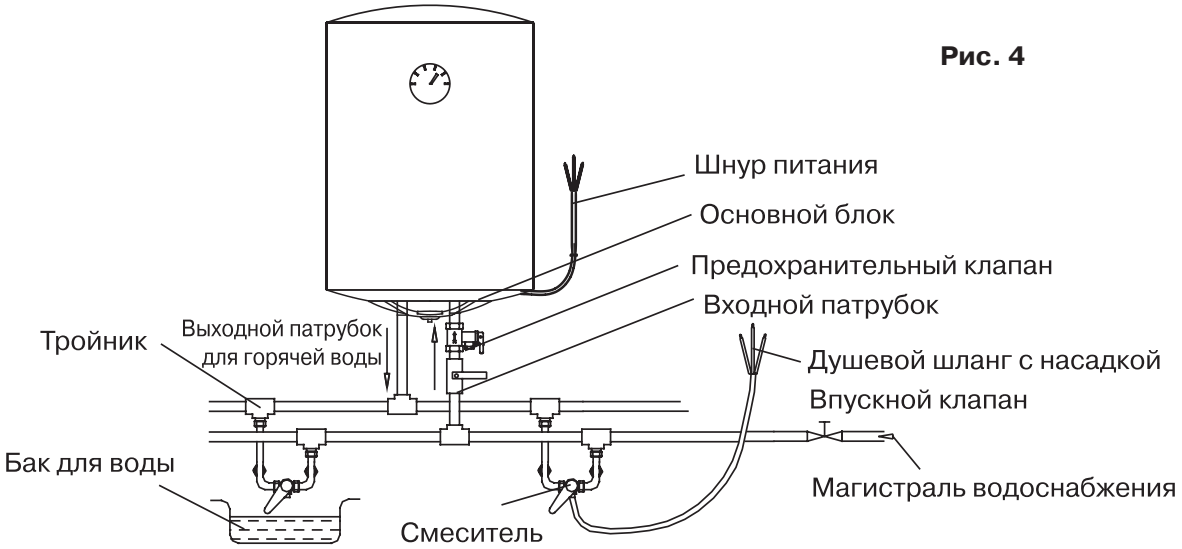

Рис. 4
4. Если пользователь хочет реализовать комплексную систему подачи воды см. Рис. 4.